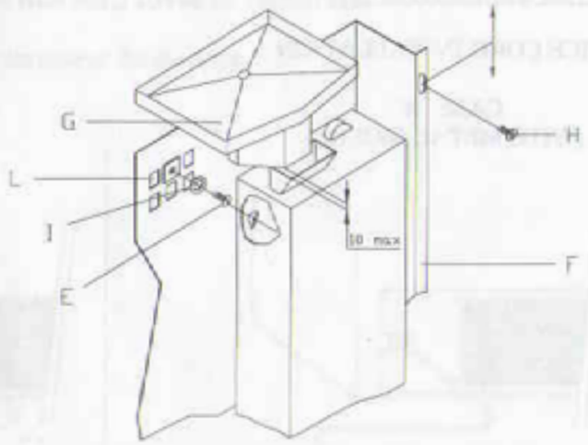

FIG. 1
2) *COIN MECHANISM INSTALLATION (fig 1):*